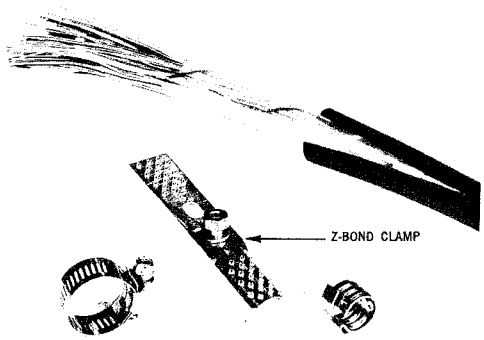

Fig. 1 — Material & Slit
4.05 Using B Tabbing Shears cut one longitudinal slit ***ONLY*** in the outer sheath and aluminum shield up to the Paper Tape Marker on the opposite side of the cable to where the Z Bond Clamp is to be installed. (See Fig. 1).